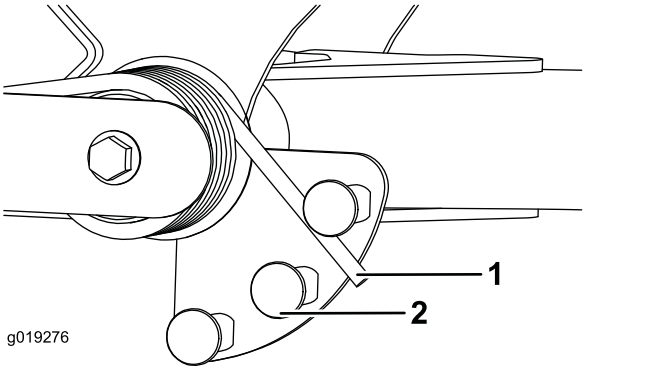

图29
2. 将一个管子或类似物体插入长弹簧一端并将其围绕弹簧传动器旋转至所需位置图29。